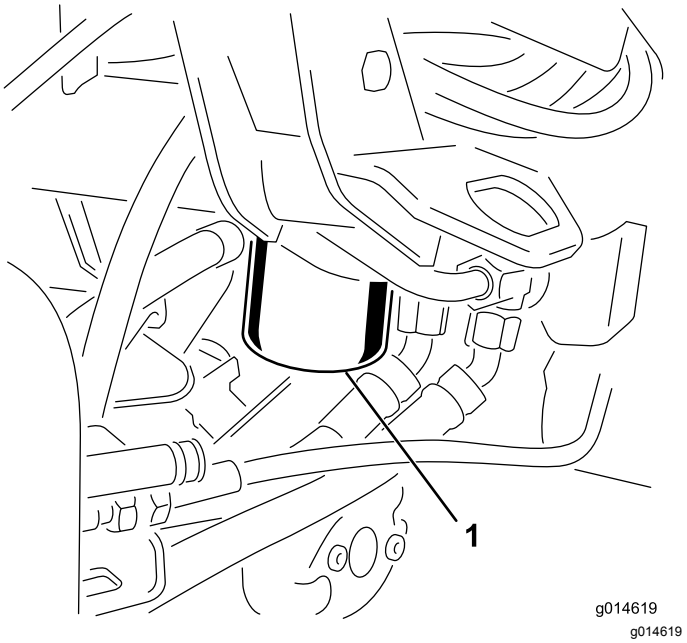

Figuur 44
1. Reinig de omgeving van de plaats waar het filter wordt gemonteerd (Figuur 44). Plaats een opvangbak onder het filter en verwijder het filter.